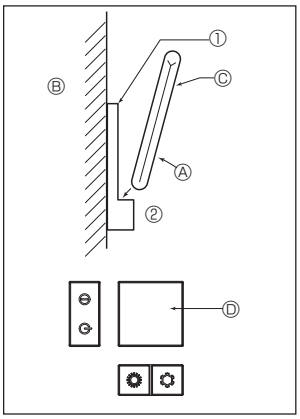

Fig. 7-7
2) Método de instalación (Fig. 7-7)
① Fije el soporte del mando a distancia en el lugar deseado con 2 tornillos roscados.
② Coloque el extremo inferior del mando en el soporte.